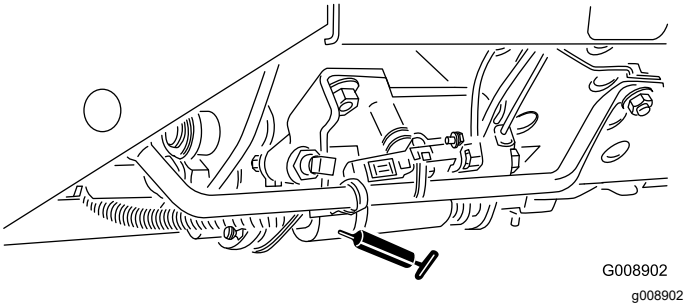

Figur 50
- Skjutreglage för klippning/transport (Figur 50)